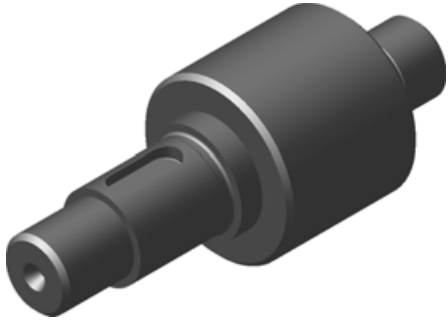

Рис. 5.258
- В окне модели система выполнит построение отверстия (рис. 5.258). Повторите построение для противоположного торца детали.